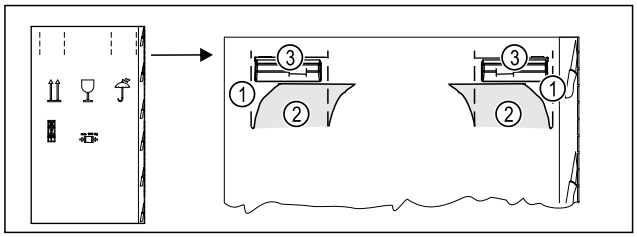

*Fig. 6*
▶ Vtlačte obalový karton nahoře na perforaci *Fig. 6 (1)*.
▶ Vytáhněte vtlačené spojky *Fig. 6 (2)*.
▷ Pravá a levá rukojeť *Fig. 6 (3)* je viditelná.
▶ Držte spotřebič za rukojeti *Fig. 6 (3)*.